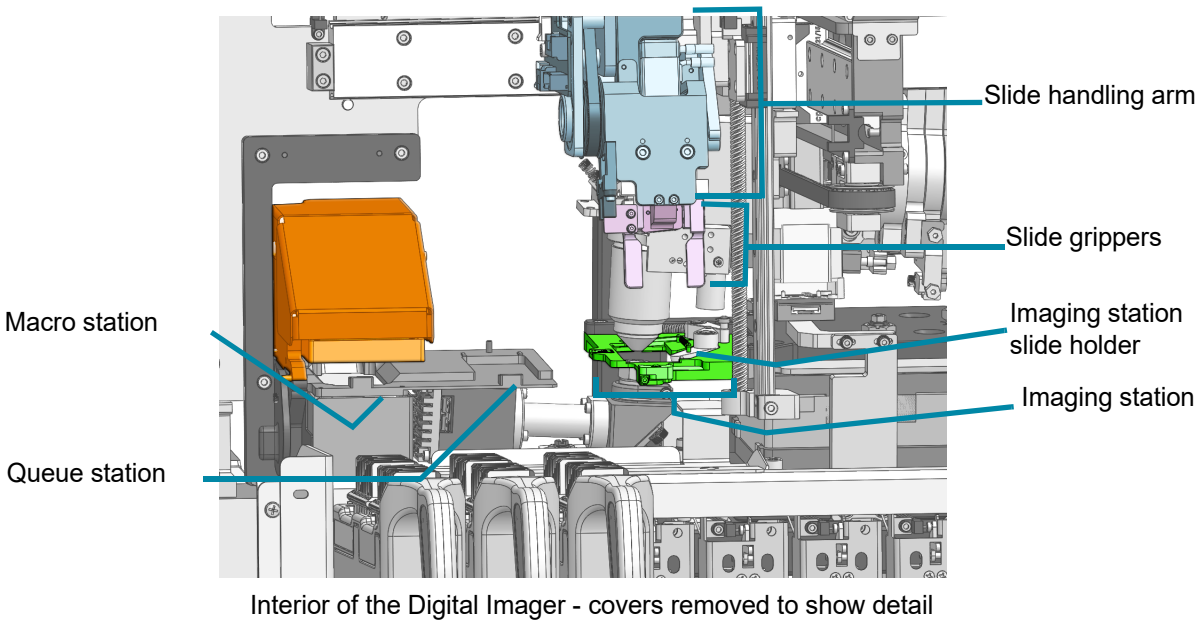

Figure 5-5 Macro Station, Queue Station, Imaging Station and Slide Gripper
2. Move the slide handling arm so that the macro station is easy to reach. Do not press on the macro station. Gently, wipe any glass dust and debris from the macro station with a with a lint-free wipe, dampened with deionized water. Refer to Figure 5-5.